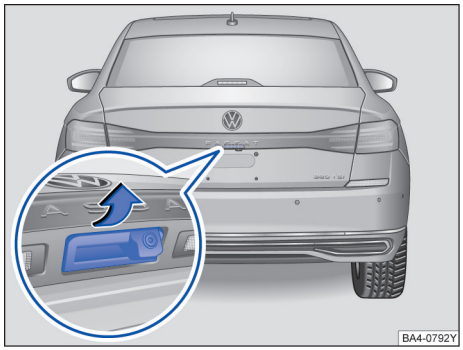

图 58 从车外打开行李厢盖
钥匙在行李厢盖的有效感应范围内，可以直接通过按压行李厢盖上的按钮打开后盖→图 58。
– 向上拉起→图 58 图示按钮，打开行李厢。 ▶
– 操作拉手按钮→ 图 58。